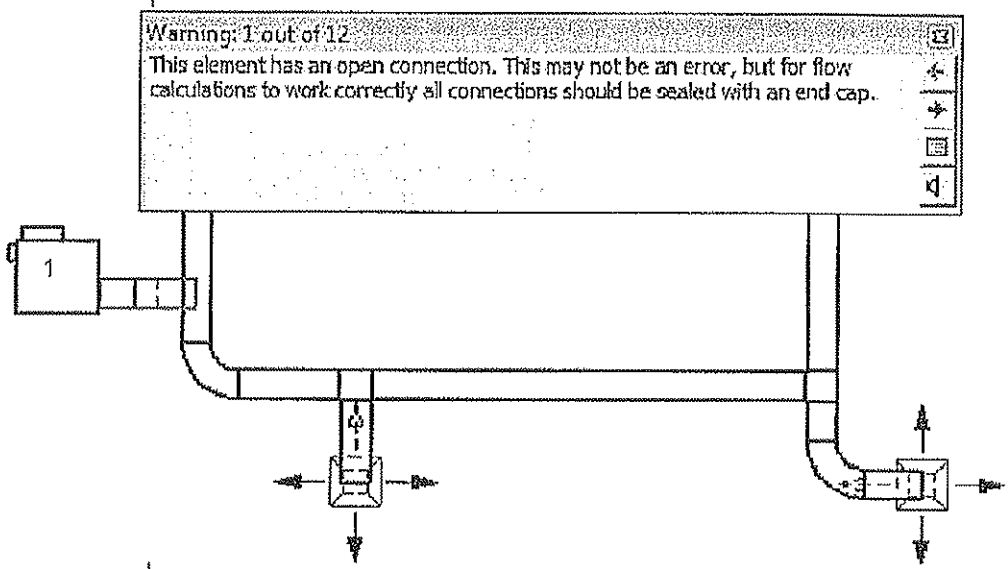

Figure 8–73
- Gold lines show a potential open connection that could cause problems when the ductwork is added as shown in Figure 8–73, or other issues related to adequate space to place the required fittings.